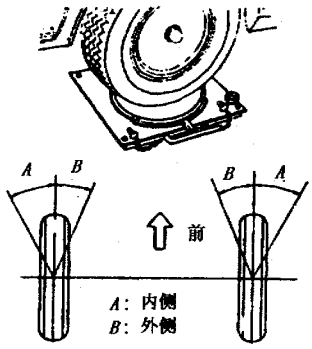

图 10－3－3　测量前轮转向角
(1) 使车轮朝向正前方并向前推动汽车，直到前轮正好停在转动半径测量仪上。
(2) 如图 10－3－3 所示，向左和向右转动方向盘，测量转向角。测量过程中，保持方向盘在极限位置的时间不得超过 15s。